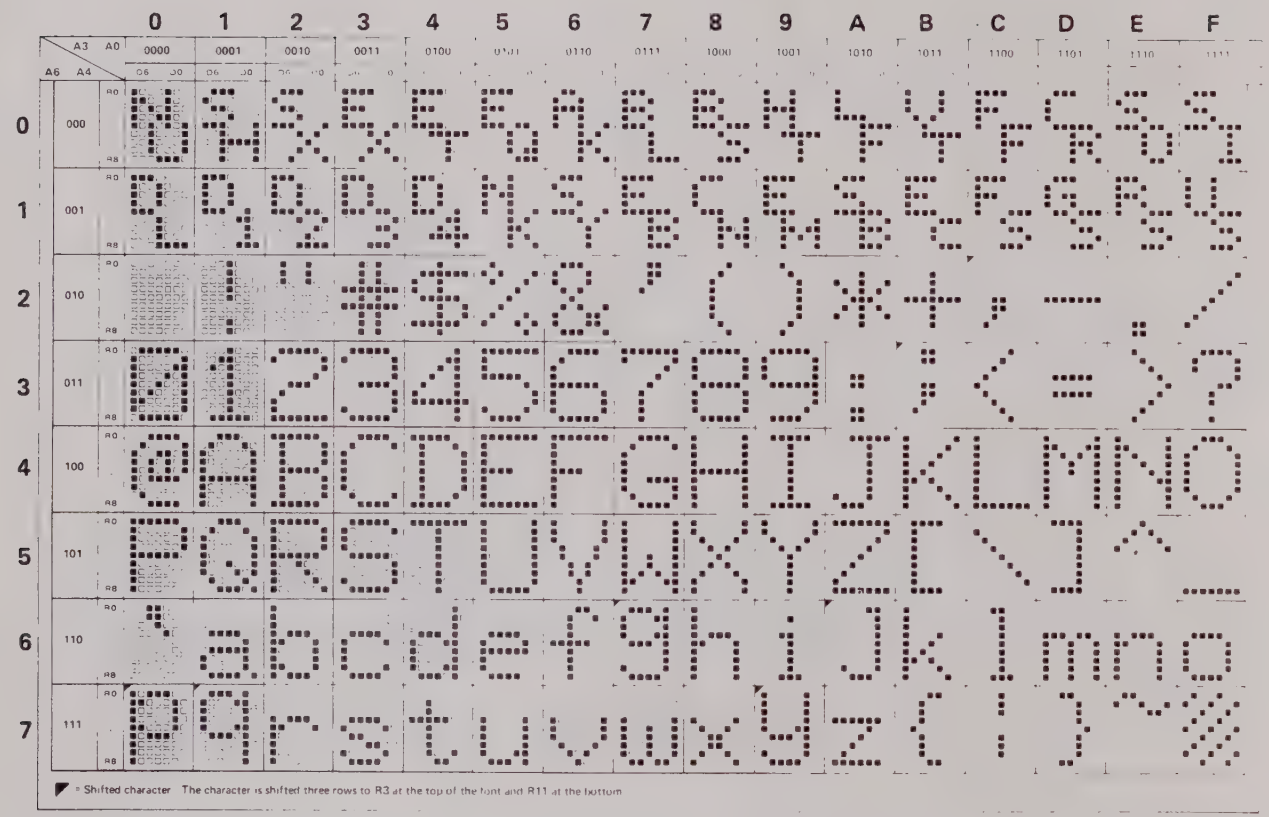

Figure 2-2. 128-Character ANSI Symbol Set for Data Communications Formed in 7 x 9 Dot Matrix Display Format.
The display font (letter and symbol style) used in the INTERVIEW is the ANSI Standard for a 7-bit code. This symbol set is shown in Figure 2-2. The ASCII code for this set is referenced at the top and side of the set. (The code shown is in the order of transmission; i.e., A0 = Least Significant Data Bit.) Each character of the set is composed of a number of dots in a 7- by 9-dot matrix.
When the INTERVIEW is set to display characters in TEXT, the display consists of the character set shown in Figure 2-2. However, in instances where an input character has no defined symbol, the character is displayed in HEXADECIMAL to alert the operator that an undefined character has been received. In EBCDIC/BI-SYNC, the cursor addressing characters and BCC calculations are included in this category. Examples of TEXT display are shown in the left-hand column of Figure 2-3. The display symbols associated with each of the nine (9) possible input codes are shown in Tables 2-4 through 2-12.